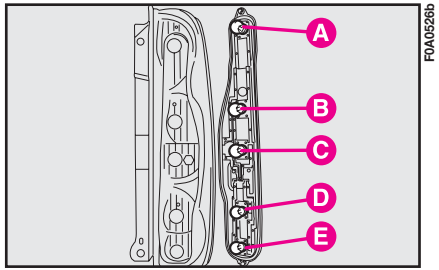

fig. 30
7) Extraire les ampoules **fig. 30** en les poussant légèrement et en les tournant dans le sens inverse des aiguilles (montage à baïonnette).